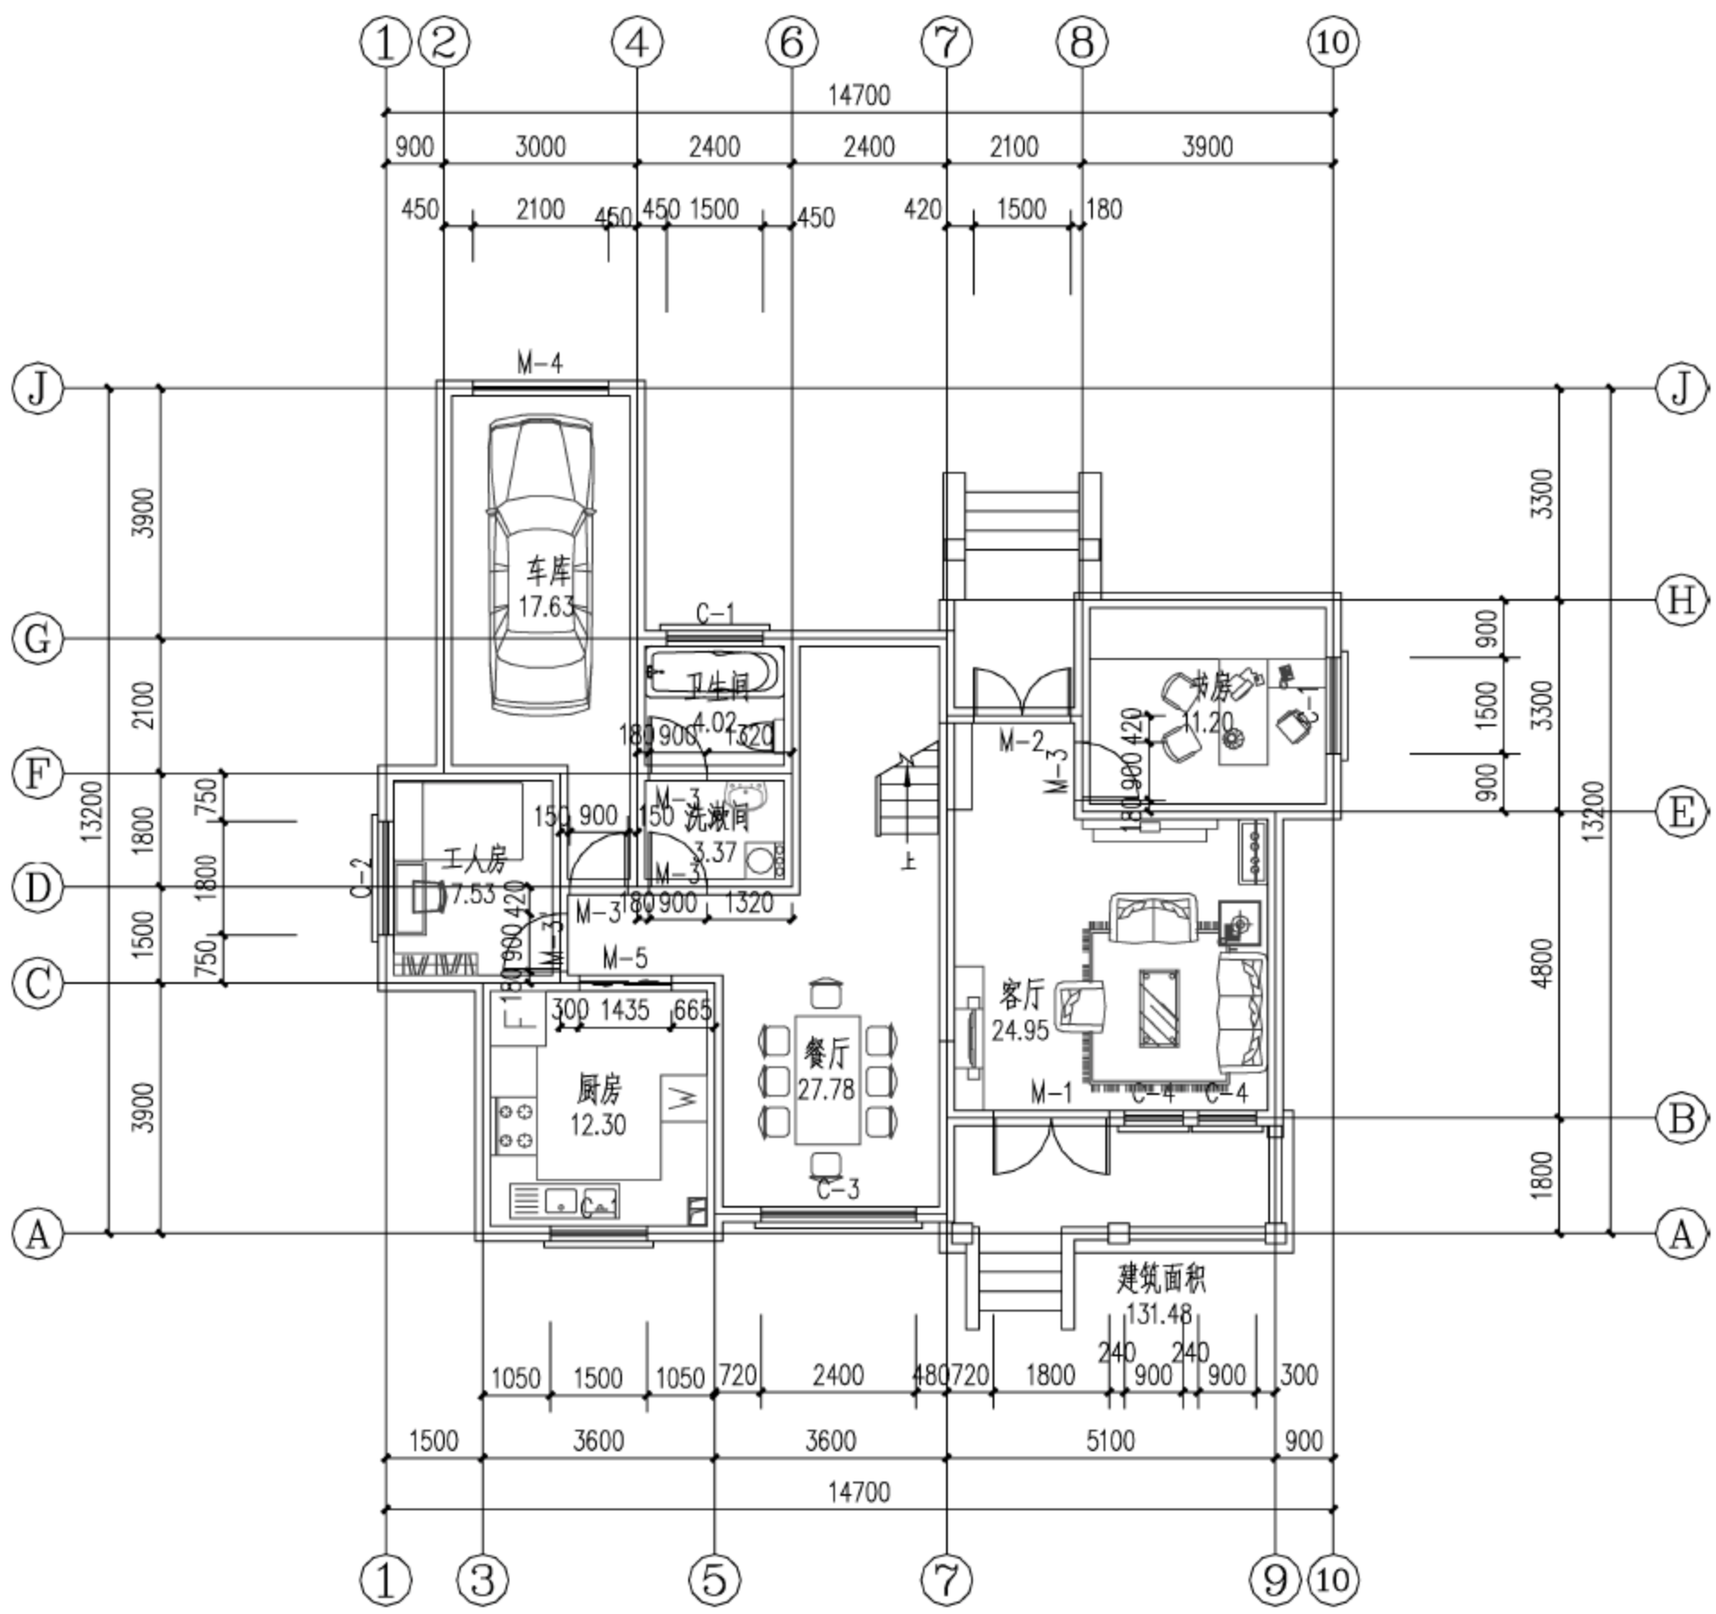

图 18-57　自动生成的门窗标注
(1) 单击菜单中的“房间屋顶”→“门窗标注”命令，根据命令行提示选择尺寸标注门窗所在的墙线，自动生成门窗标注，自动生成的尺寸标注比较乱，可以通过 AutoCAD 2018 中的命令进行移动，如图 18-57 所示。